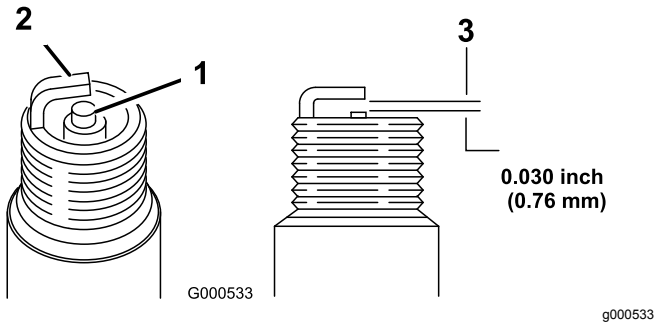

Figur 45
1. Se på midten af tændrørene (Figur 45).
2. Kontroller gabet mellem elektroderne i midten og ved siden (Figur 45), og bøj sideelektroden, hvis gabet ikke er korrekt.